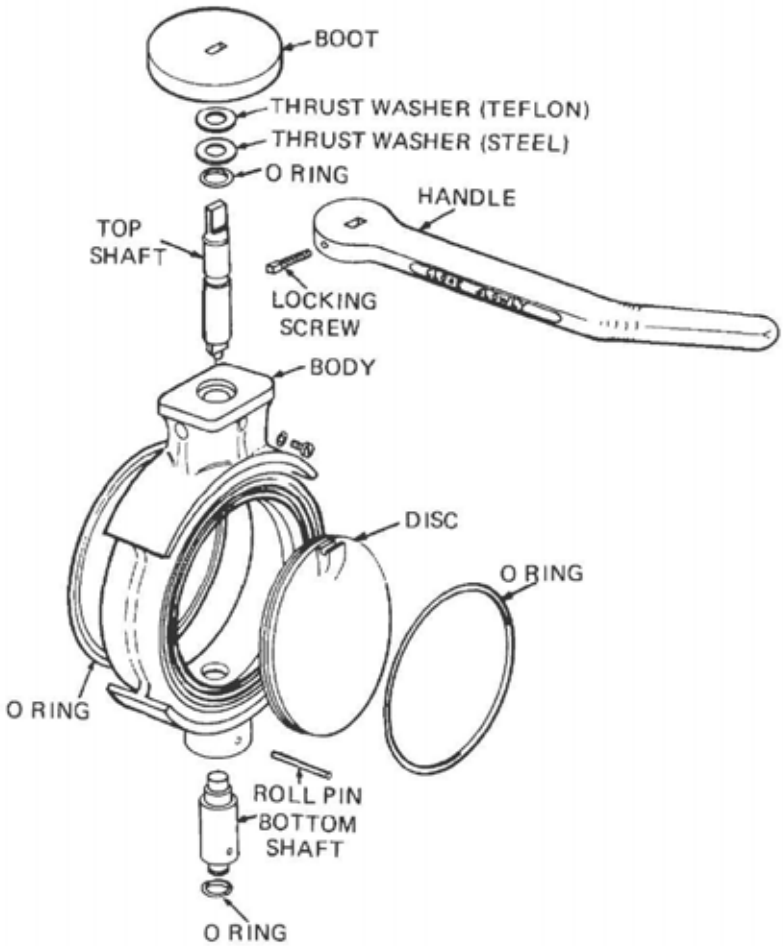

Figure 25 Tank Outlet Valve – Exploded View
a. Note the position of the handle in relation to the offset bosses in the disc, then slacken the locking screw and remove the handle (Figure 25).